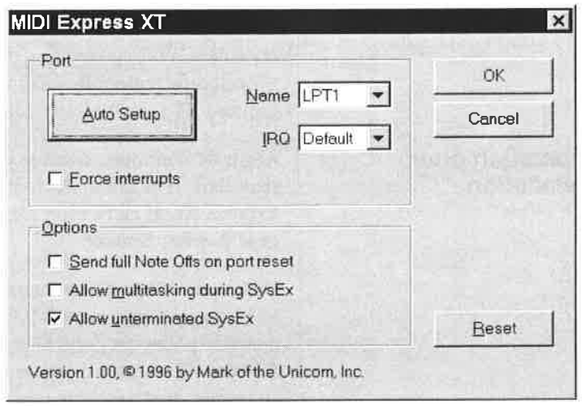

Figure 3-1: La fenêtre de configuration pour le pilote de la MIDI Express XT MIDI sous Windows 95.
8. **Ensuite, la fenêtre de configuration apparaîtra, comme le montre la Figure 3-1 ci-dessous.**
Par exemple, si votre lecteur de disquettes est le lecteur A, tapez A:\. L'opération se met en route, puis la fenêtre de configuration pour le nouveau gestionnaire apparaît, comme le montre la Figure 3-1 à la page 22.